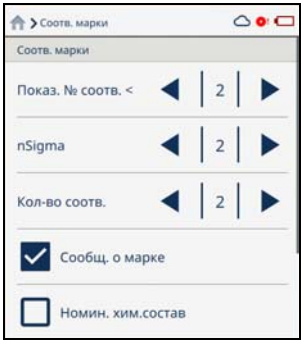

Рис. 2-58 Зона Соответствие марок
- **Соотв. марки** (см. Рис. 2-58 на стр. 69), где выполняются следующие действия: